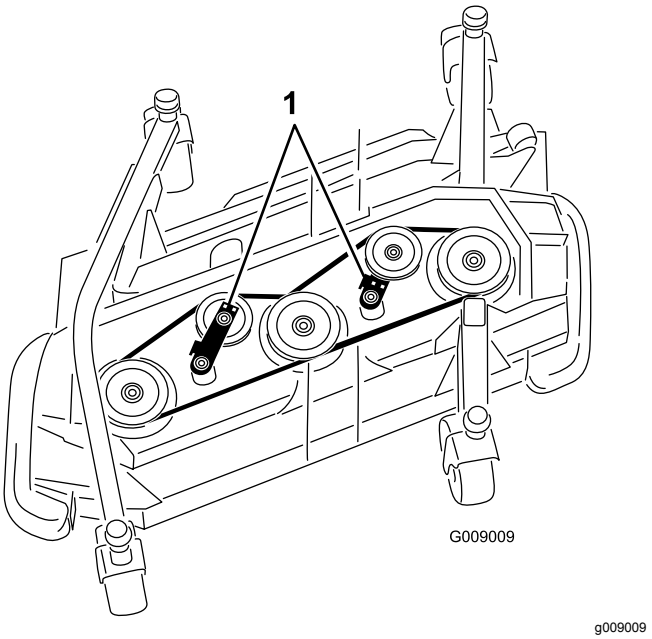

Figur 130
5. Ved å bruke en stillbar momentnøkkel eller lignende verktøy, flytt lederullene bort fra drivremmen for å frigjøre remspenningen og la remmen føres av rullene (Figur 130).